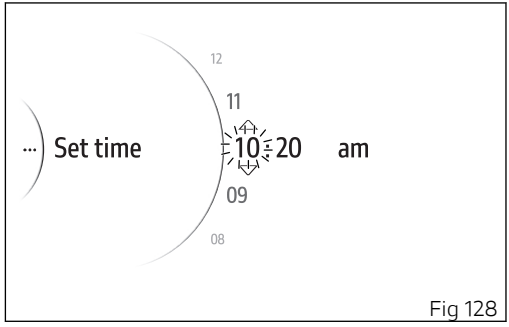

Fig 128
- Use buttons (1) and (2) from the Interactive Menu to select the “Setting menu” item and press ENTER (3).
- Select the “Date and time” item and press ENTER (3).
- Select the “Set time” item and press ENTER (3).
The hour number starts flashing and is displayed with two arrows placed above and below it; the available values are also displayed (Fig 128). Use buttons (1) and (2) to scroll and select the desired value. Press ENTER (3) to confirm and move on to the following parameter.